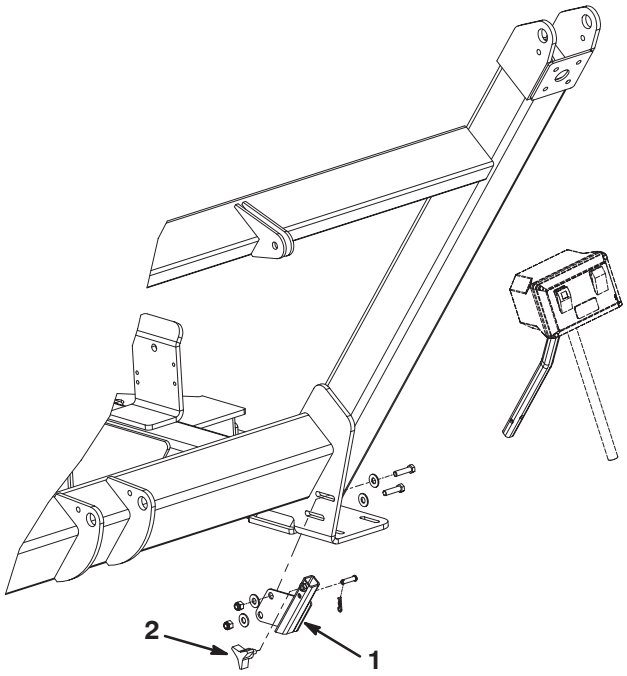

Figura 10
1. Monte o suporte de encaixe no suporte do chassis da auto-varredora com (2) parafusos de 3/8–16 x 1/2 pol., (4) anilhas e (2) porcas. Posicione os componentes como se indica na Figura 10.